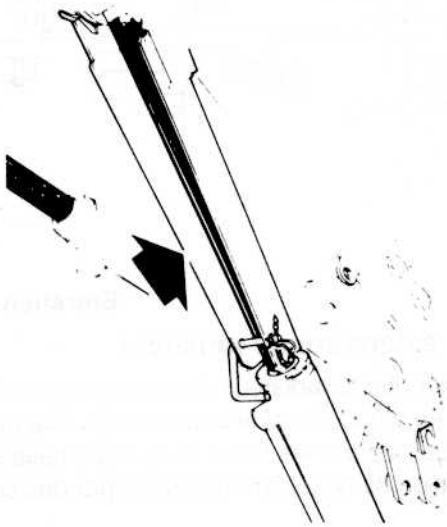

fig 57
Nettoyer le filtre à air (figures 57 ou 58)
2. Amener les bras en position surélevée, et mettre en place le dispositif de sécurité sur le vérin de levage gauche, en suivant les instructions données dans le chapitre CHARGEUR de ce livret (figures 57).
4. Desserrer l'écrou à oreilles (1) et déposer le filtre.
6. Il est possible de nettoyer l'élément extérieur (2) de grand diamètre, mais l'élément interne a été spécialement conçu pour réduire le débit d'air en cas d'endommagement du filtre extérieur.